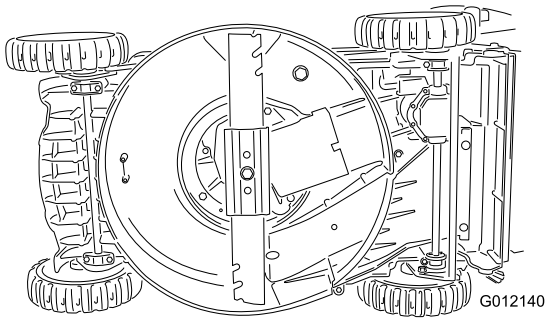

Figuur 23
2. Kantel de maaimachine op de zijkant (Figuur 23), met de peilstok omlaag.